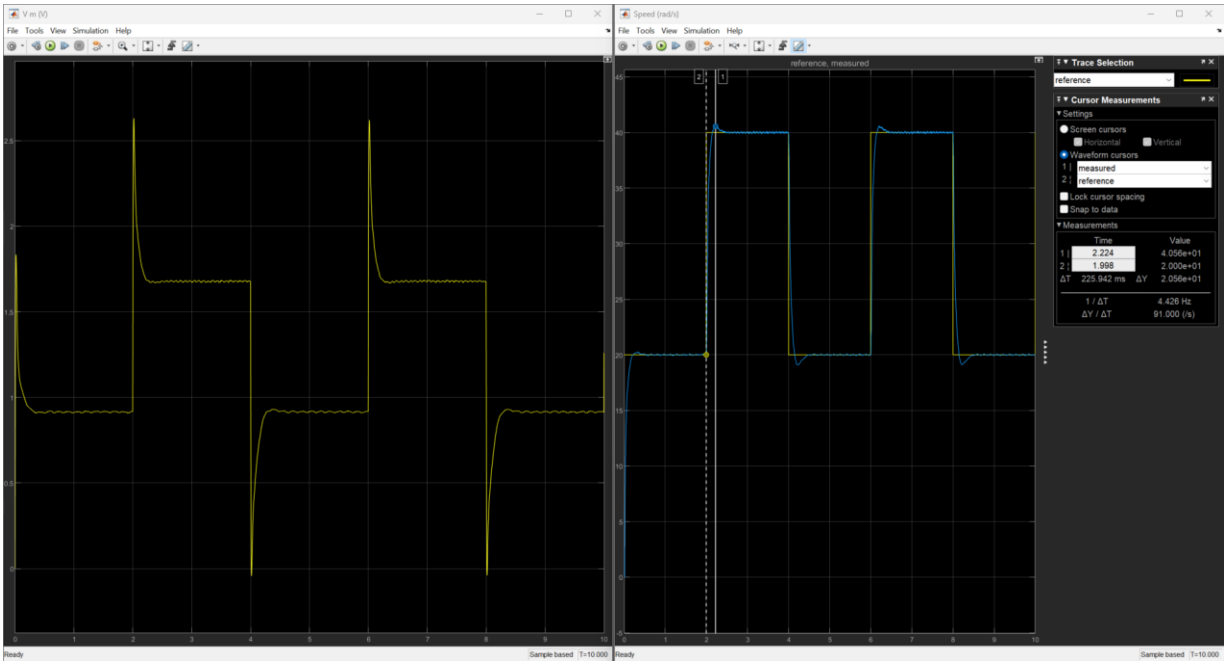

Figure 3: Sample response of the lead compensator using Kc = 1.
21. Use the measurement tool as shown in figure 3 to measure the percentage overshoot and peak time of the response. Does the response match the predicted step response from the previous section?